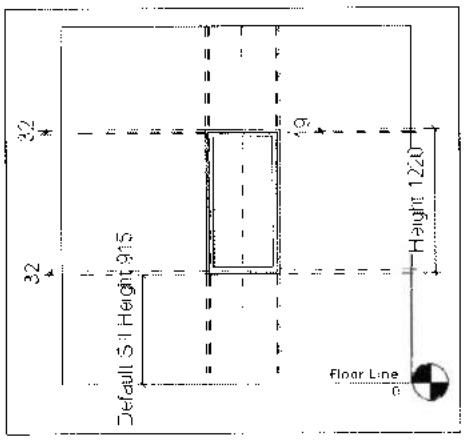

Рис. 18.16. *Окно-основа*
3. Установить в Навигаторе семейств вид фасада *Exterior* (рис. 18.16).